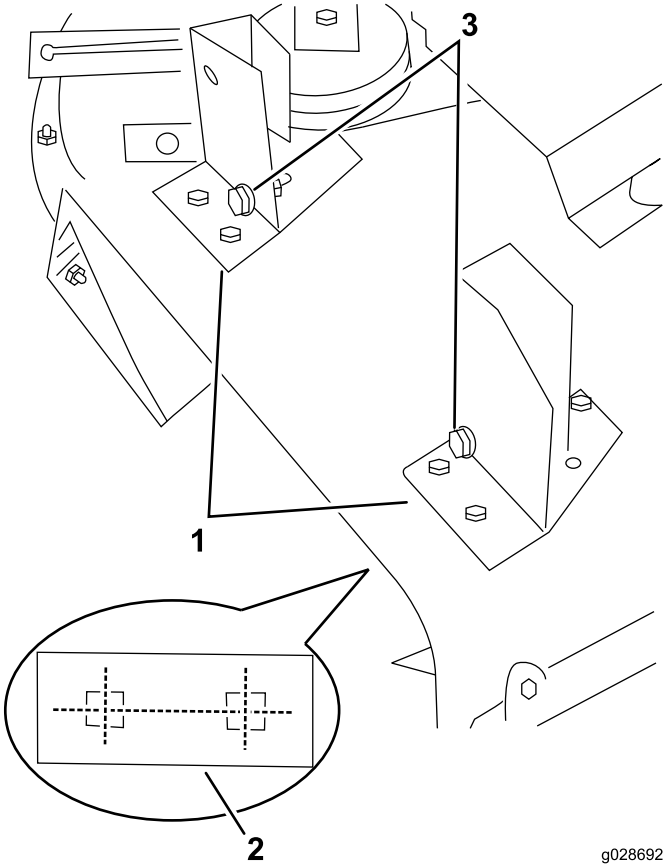

Figur 11
1. Plasser blåsemaskinen og monteringsbrakettene på klippeenheten, med monteringshullene på linje med hullene som ble brukt ved montering av gressavlederen (Figur 11).
2. Påse at det ikke er mellomrom mellom blåsemaskinen og klippeenheten, fest hver brakett på klippeenheten med en brakettplate (Figur 11), to låsebolter (5/16–18 x 3/4 tomme), og to låsemuttere.
9. Før blåsemaskinen inn på monteringsbrakettens justeringsbolter (Figur 11) mens du fører remmen rundt blåsemaskinens remskive.